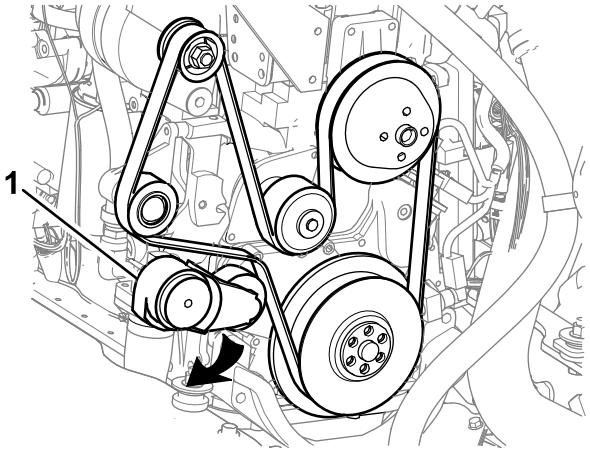

Figura 105
2. Reduzca la tensión de la correa girando el tensor de la correa en sentido horario (Figura 105).
1. Enrute la correa sobre las poleas, pero no la coloque sobre el tensor de la correa (Figura 105).